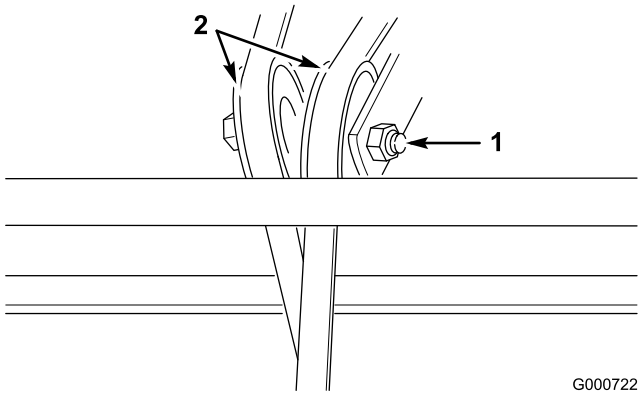

Figur 32
2. Lossa muttern och skjut på remskivan tills remmen är tillräckligt spänd (Figur 32).
4. Skär av den gamla remmen och ta bort den (Figur 32).
5. Lossa justeringsmuttrarna på remspänningsskivorna (Figur 32).